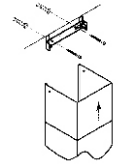

рис. 6
- приложите кронштейн к стене, как показано на рис. 6;